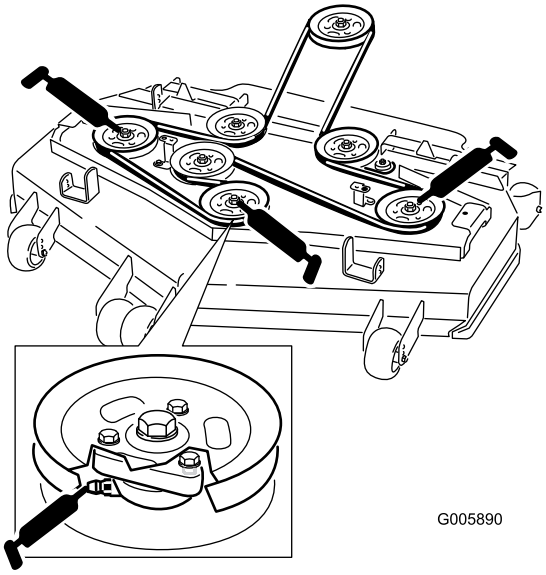

Figur 25
4. Smør de tre spindellejer under remskiverne, indtil der kommer fedt ud af de nederste tætninger (Figur 25).
5. Smør fittingerne på løftearmene (Figur 25).